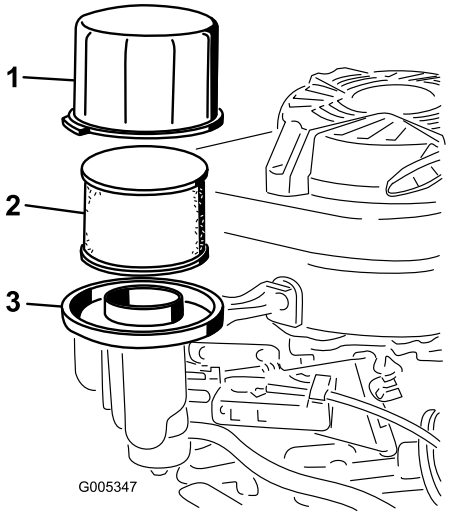

Figura 26
3. Togliete il coperchio e pulitelo accuratamente (Figura 26).
4. Togliete e controllate i filtri di carta dell'aria (Figura 26) e gettateli se sono eccessivamente sporchi.
5. Togliete il prefiltro in schiuma sintetica e lavatelo con acqua e detersivo neutro, infine tamponatelo finché non è asciutto (Figura 26).